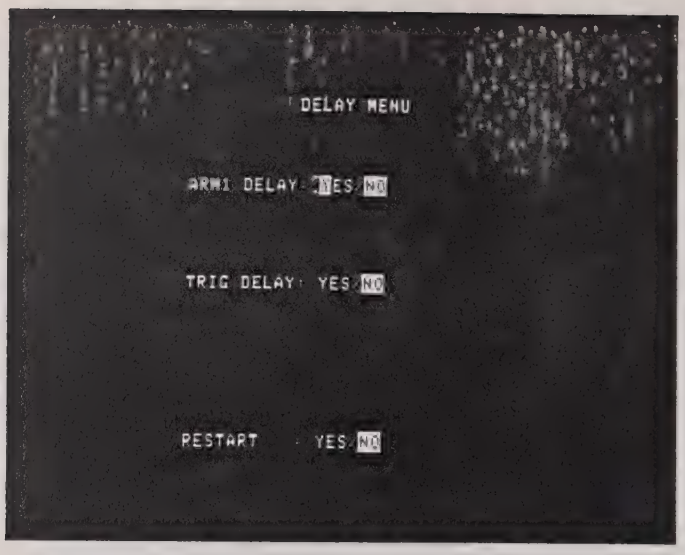

Figure 5.4 - Delay Menu in Default Display
5.5.1 Refer to Figure 5.4 above showing the complete **DELAY MENU** in the default mode ready for set-up.